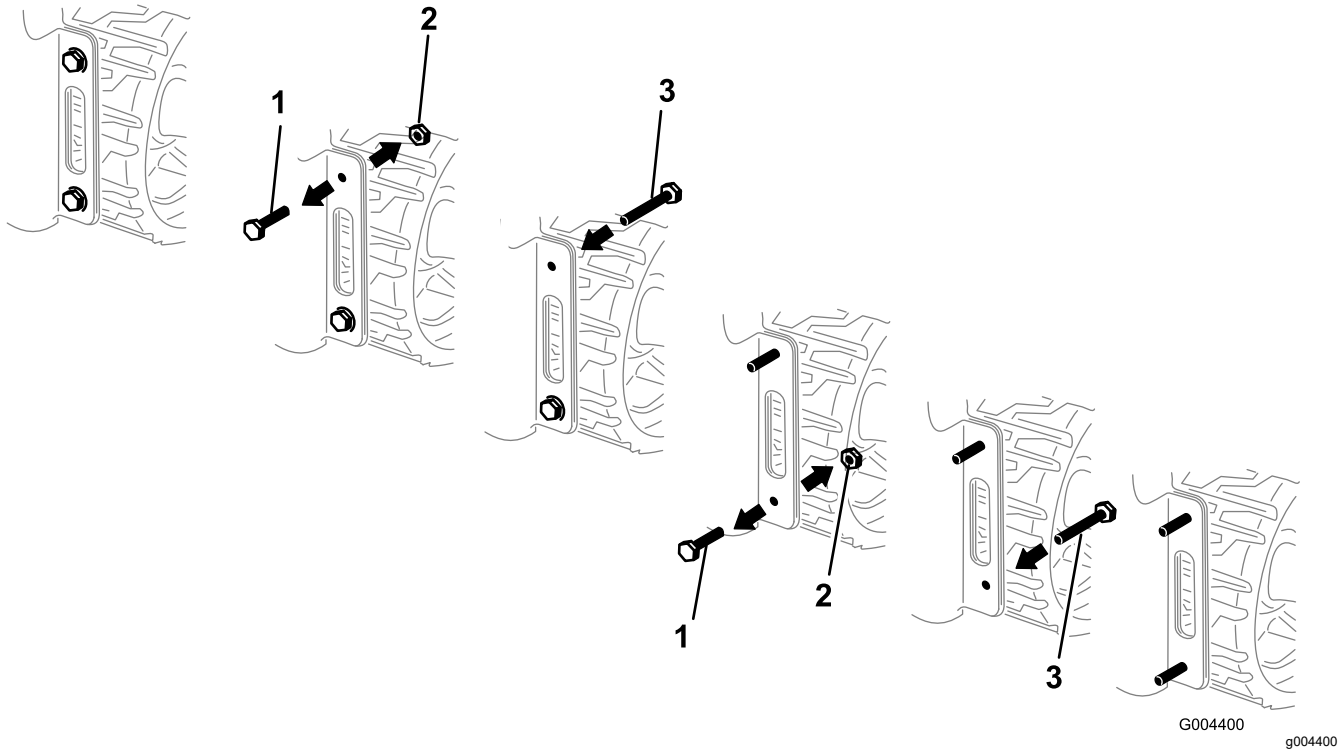

Rysunek 3
2. Odkręć po kolei i wyrzuć 4 śruby i nakrętki mocujące boki dolnego tylnego panelu do ramy, każdą zastępując nową śrubą (½ x 1½ cala) przykręcaną z przodu, aby utrzymać przestrzeń po zwolnieniu nacisku na panelu tylnym (Rysunek 3).
Informacja: Rysunek 3 przedstawia zespół jezdny serii TX 500. Jeśli posiadasz zespół jezdny serii TX 400 jego wygląd jest trochę inny, ale konfiguracja jest podobna.